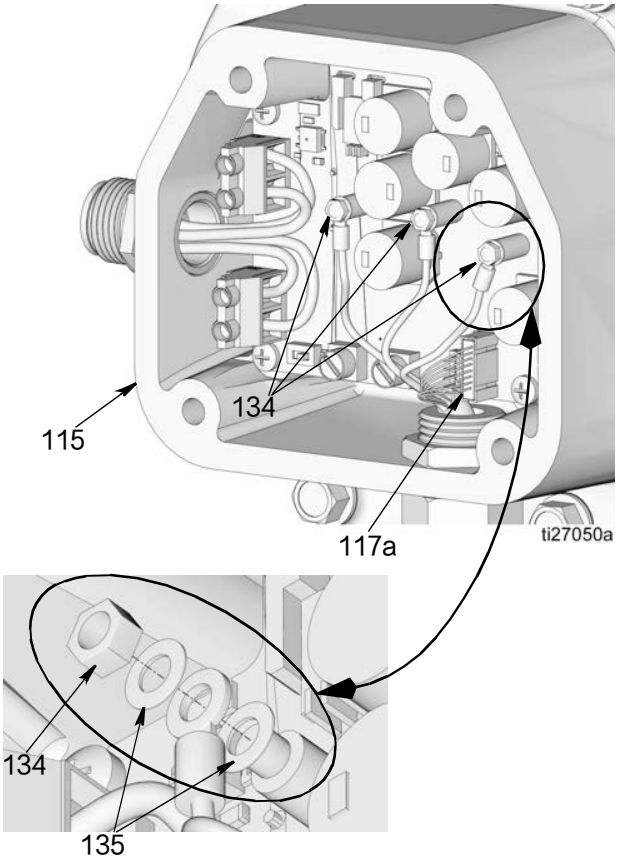

图 61
5. 将绿色、黄色和蓝色线与端子上相同颜色的线配对 （ 写在电机控制板上 ）。使用垫圈和螺母 （ 134 和 135 ）将线缆固定到端子上 （ 图 61 ）。用 8–10 英寸磅 （ 0.9 – 1.1 牛 • 米 ）的扭力拧紧。
6. 连接传感器电缆 (117a) （ 图 61 ）。
7. 用螺丝 (116) 装回控制板垫圈 (119) 和盖子 (120)，小心不要挤压任何电线。拧紧螺丝。用 17-19 英尺磅 (23-25 牛 • 米) 的扭力拧紧。
3. 将电机的绿色、黄色和蓝色线与端子上相同颜色的线配对（写在控制板上）。使用垫圈 (135) 和螺母 (134) 将线固定到端子上（图 61）。用 8 – 10 英寸磅（0.9 – 1.1 牛 • 米）的扭力拧紧。